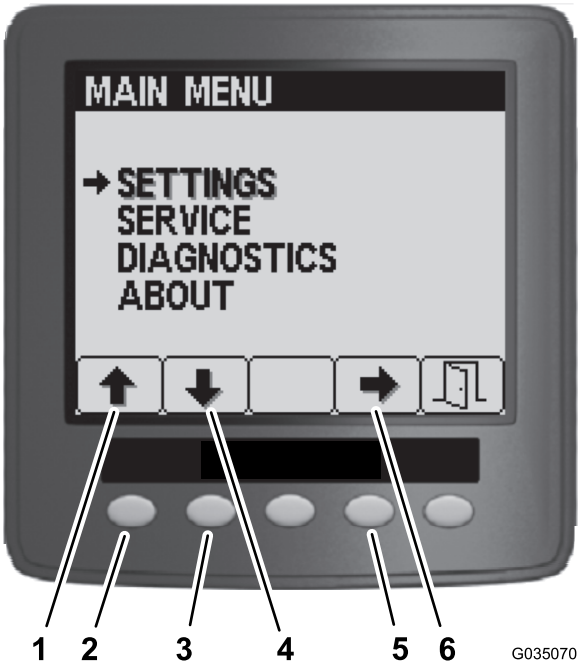

Figuur 100
3. Druk in het hoofdmenu op knop 1 of knop 2 tot de optie Instellingen aangeduid is, en druk op knop 4 om het menu Instellingen te openen (Figuur 100).